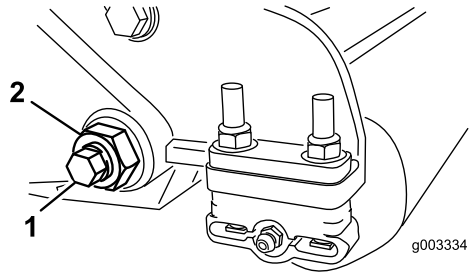
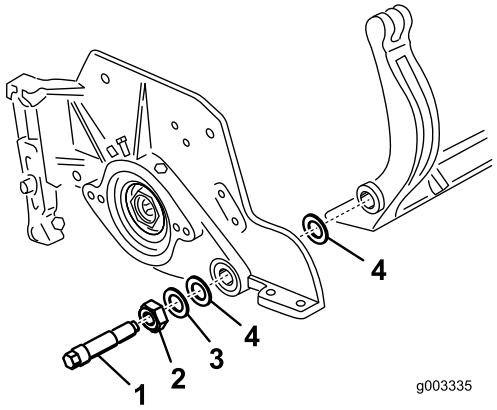

Figure 27
Figure 28
3. On each side of the machine, loosen the locknut securing the bedbar bolt (Figure 27).
4. Remove each bedbar bolt allowing bedbar to be pulled downward and removed from machine bolt (Figure 27). Account for 2 nylon and 1 stamped steel washers on each end of bedbar (Figure 28).
2. Secure bedbar to each side plate with bedbar bolts (nuts on bolts) and 6 washers. A nylon washer is to be positioned on each side of side plate boss. Place a steel washer outside each of the nylon washers (Figure 28). Torque bedbar bolts to 27-33 (37-45 N-m). Tighten locknuts until the outside steel washer stops rotating and end play is removed but do not overtighten or deflect side plates. Washers on inside may have a gap.